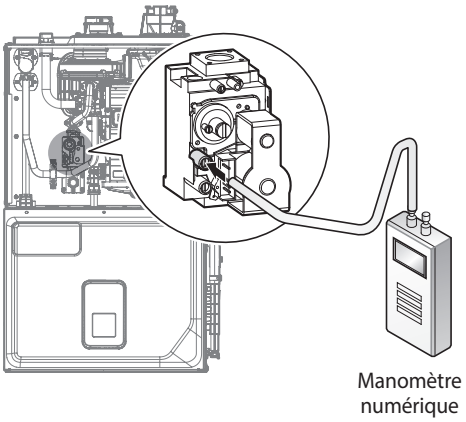

Figure 9. Connexion d'un manomètre numérique
a. Ouvrez la lumière de refoulement de correction en desserrant la vis de deux tours comme illustré à la Figure 9.